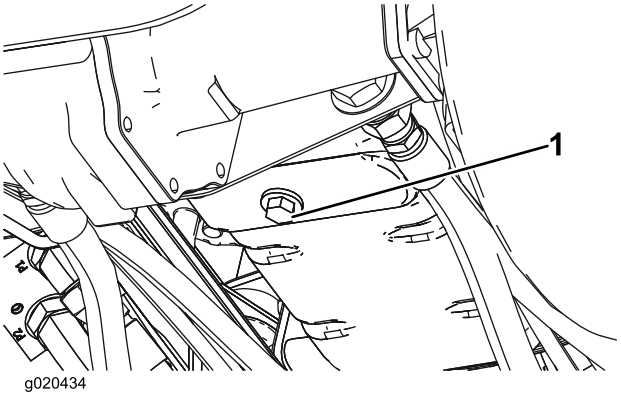

Figuur 49
1. Verwijder de aftapplug (Figuur 49) en laat de olie in een opvangbak lopen. Als alle olie is weggelopen, plaatst u de aftapplug terug.